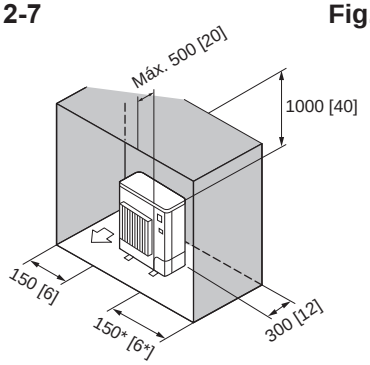

Fig. 2-11
6. Obstáculos solo en la parte trasera, los laterales y superior (Fig. 2-11)